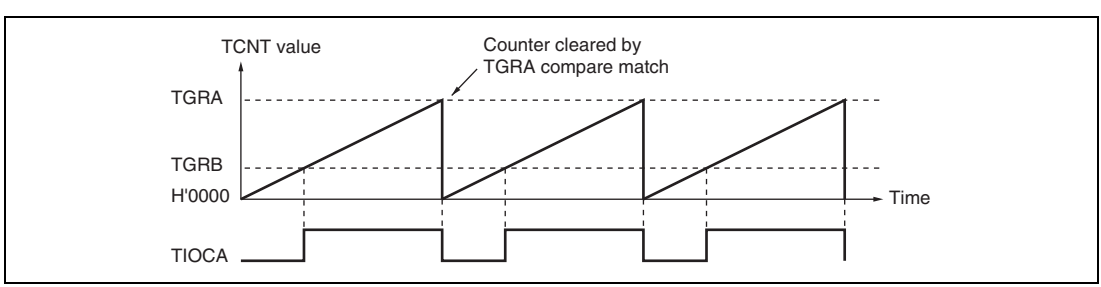

**Figure 10.26 Example of PWM Mode Operation (1)**
**Examples of PWM Mode Operation:** Figure 10.26 shows an example of PWM mode 1 operation.